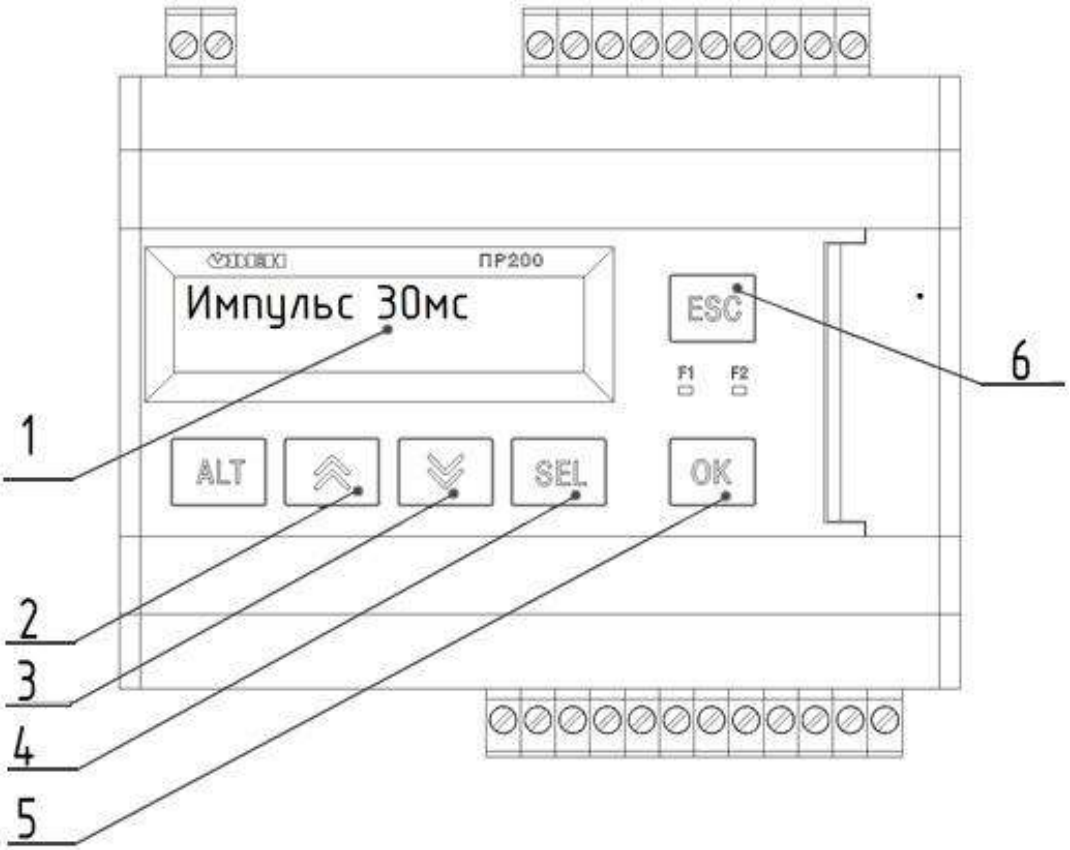

Рисунок 3
3.4.5 Длительность импульса, подаваемого на клапан пневмообрушения, устанавливается на панели контроллера ОВЕН ПР200 (рисунок 3). Для изменения значения импульса, следует нажать клавишу 4 (SEL) и клавишами 2(больше), 3(меньше) установить необходимое значение, сохранить введённые значения клавишей 5(ОК).